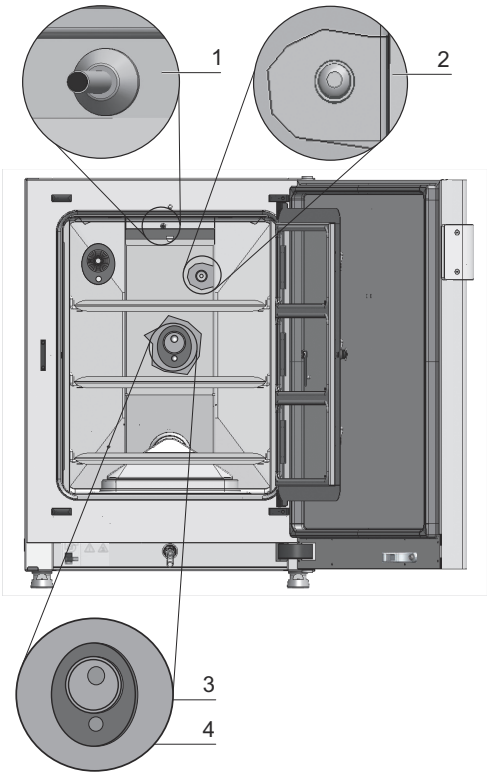

图 3-7. 温度，O_2，CO_2 和空气湿度传感器
- 采集工作腔温度和过热保护传感器 (1/ 图 3-7)。
- O_2 传感器 （可选项）用于采集工作腔环境 (2/ 图 3-7) 中的氧气含量。
- CO_2 传感器用于采集工作腔环境的 CO_2 含量 (3/ 图 3-7)。 根据配备的不同，在该处装备 WLD 传感器或者 IR 传感器 （可选项）。
- rH 传感器用于采集工作腔的空气湿度 (4/ 图 3-7)。 rH 传感器 （可选项）用于和 WLD 传感器一道对湿度进行补偿，在采用 IR 传感器运行时没有该传感器。